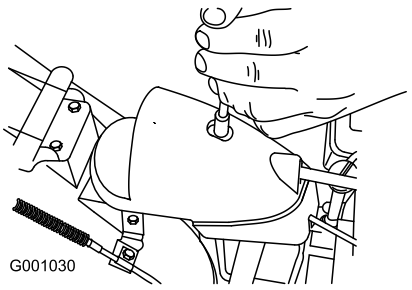

Rysunek 42
1. Wyjmij mocowanie na osłonie przekładni (Rysunek 42), unieś przód osłony, przesuń ją do tyłu, aby nie przeszkadzała.